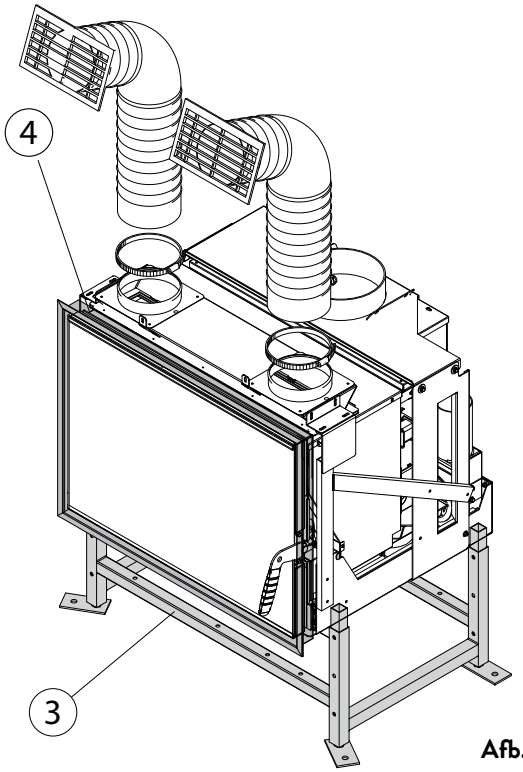

Afb. 6.4.3
C) Sokkelset “3” (Afb. 6.4.3)
D) Frame “4” (Afb. 6.4.3)